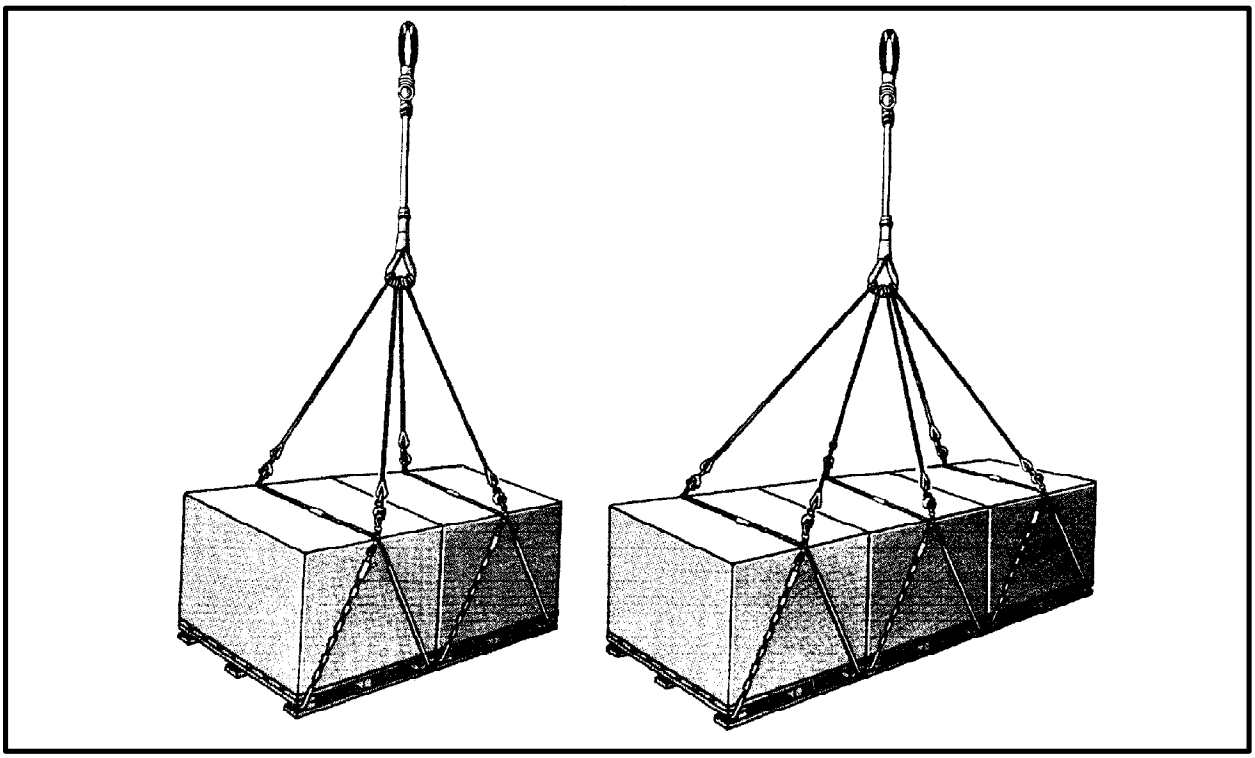

*Figure 9-12. Hoisting Sling Mk105 with Two and Three Pallet Loads*
**(4)** For loads with four attachment points, such as a cargotainer, use the Mk105 hoisting sling with four legs. When pairing loads (from two to six lifting points), use the Mk105 hoisting sling with a leg for each lifting point (Figure 9-12).
**(1) Pallets.** Prepare pallets for return in the following manner:
**NOTE: Three loads of pallets may be returned in the same lift if there is sufficient clearance to lift the load clear of the flight deck. In this case, attach the hoisting sling (six sling legs) after the loads are spotted on the flight deck (Figure 9-12).**
**(2) Nets and Pallets.** If you are moving nets and pallets together, follow these procedures:
**(3) Cargotainers.** Return cargotainers by folding and placing them inside one cargotainer. Place extra straps and slings inside the cargotainer. Connect one sling (four attachment points) to the load. An alternate method is to place folded cargotainers in a net.
**(4) Slings and Pendants.** Slings and pendants must be returned to the delivering unit/platform so that they can be used for future VERTREP missions. Thread one leg of a sling through the lifting eyes of the pendants/slings that will be moved. A minimum of 10 pendants/slings with legs attached is recommended in order to maintain stability in flight. Attach a safety hook around the sling legs to keep them together during flight. Proceed with hookup.